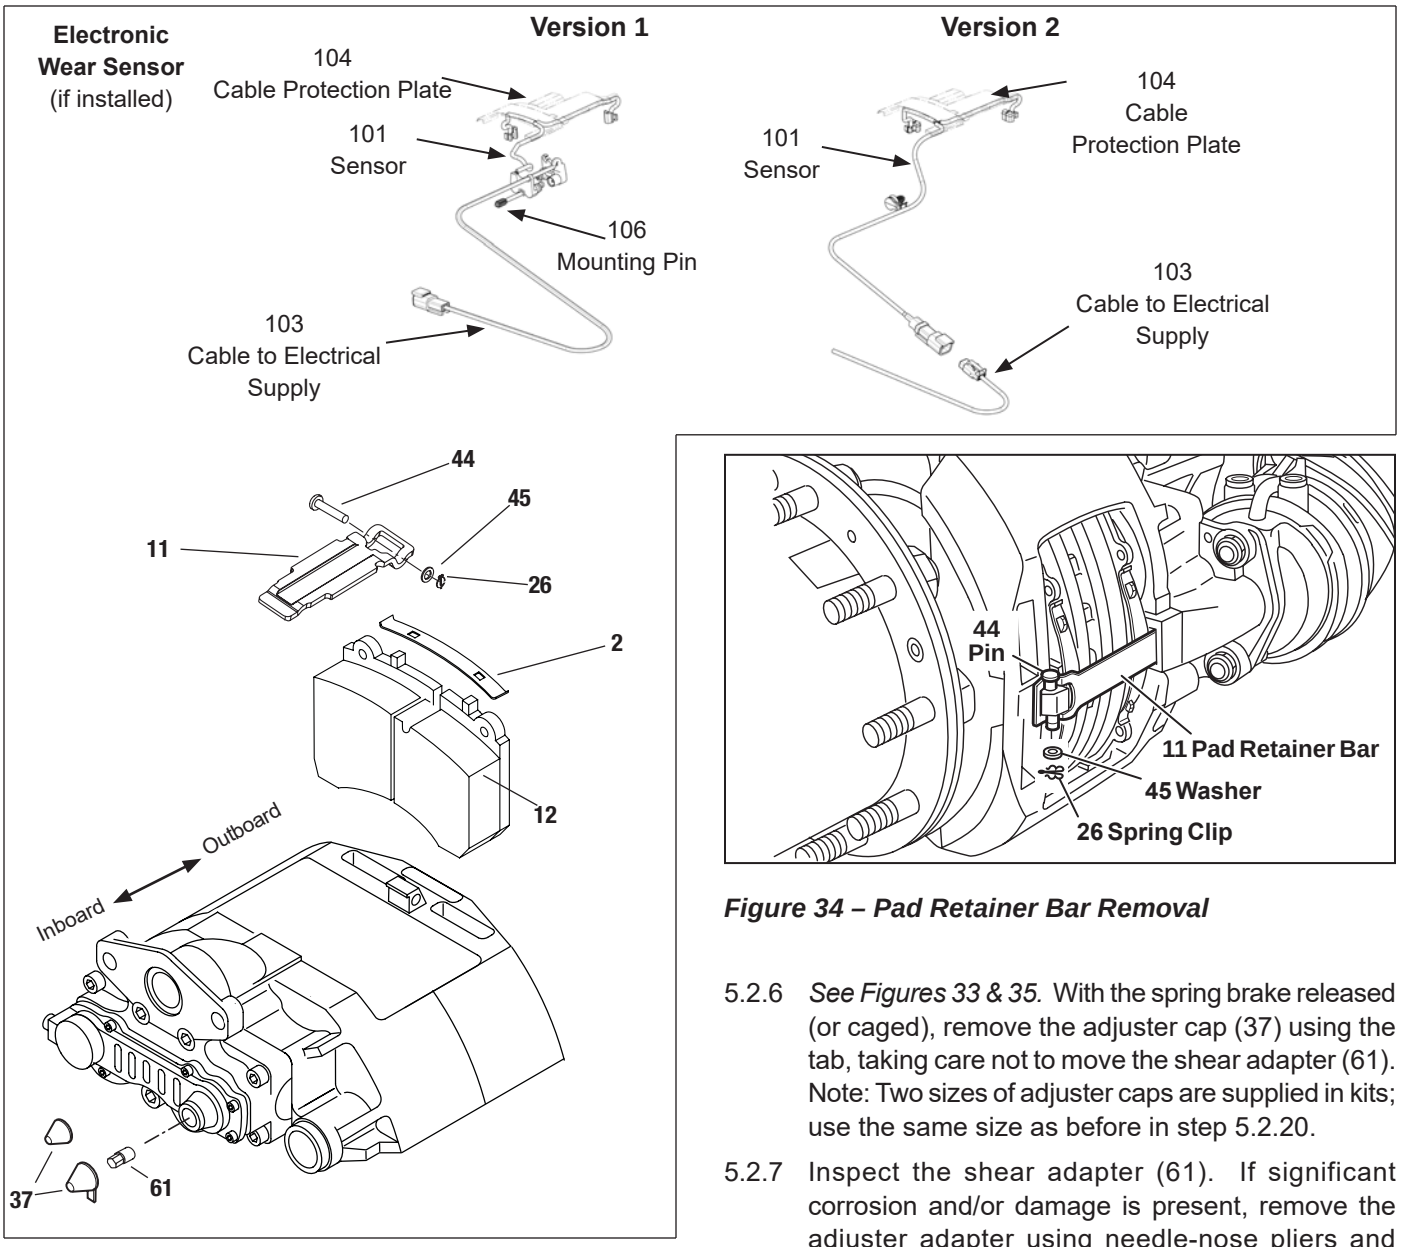

Figure 33 – Pad Replacement
5.2.3 If the air disc brake is equipped with an electronic wear sensor indicator (*see top of Figure 33*), note how the wire is installed in the wire shield then remove and discard the wire shield. Disconnect the wear sensing harness from the jumper harness before removing the pads. The wear sensing harness and wire shield will be replaced with the brake pads.
5.2.6 *See Figures 33 & 35.* With the spring brake released (or caged), remove the adjuster cap (37) using the tab, taking care not to move the shear adapter (61). Note: Two sizes of adjuster caps are supplied in kits; use the same size as before in step 5.2.20.
5.2.21 Push the new pad retainer bar (11) into the groove of the caliper. Press down on the pad retainer bar, and insert the pad retainer pin (44), with the pin pointing downwards, where possible. (*See Figure 33.*) Install the supplied washer (45) and then the spring clip (26).